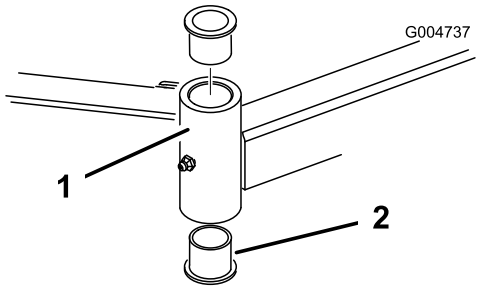

図 79
4. ピンポンチを使って、チューブの上または下からブッシュをたたき出す図 79。